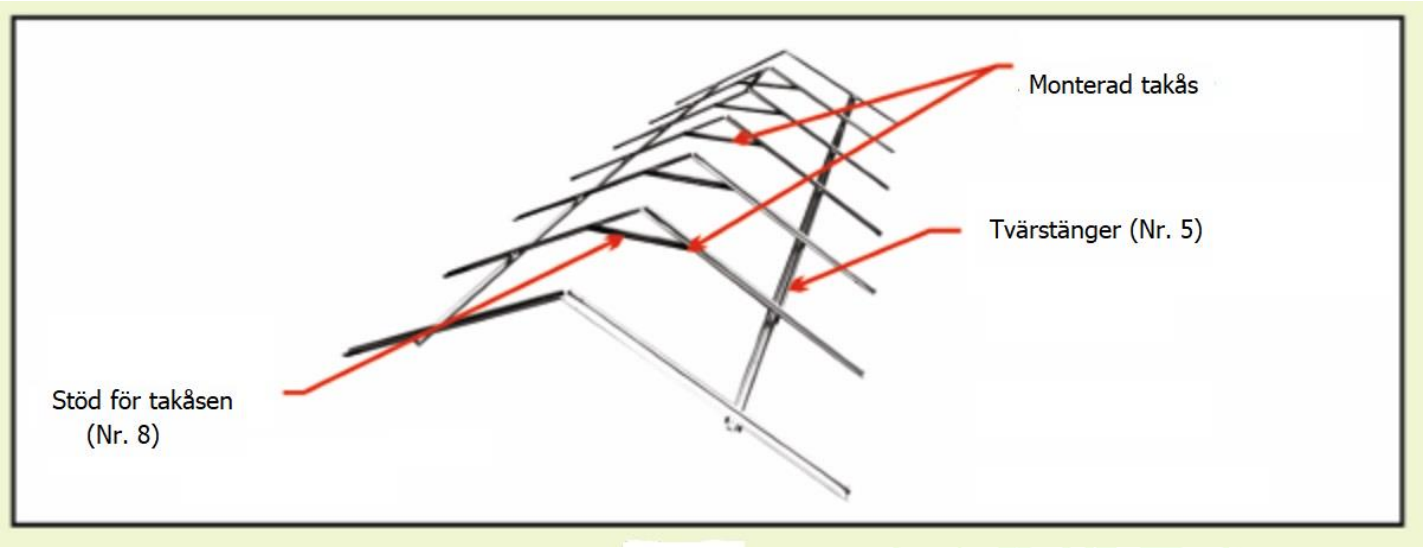

Bild 10
10. Skruva fast alla tvärstänger (Nr. 5) med de övre stängerna (NO.1). Använd skruvar M5-12 (26) och muttrar M5(29). **OBSERVERA: första och sista valven har inget stöd till takåsen (NO.8) (Bild 10).**